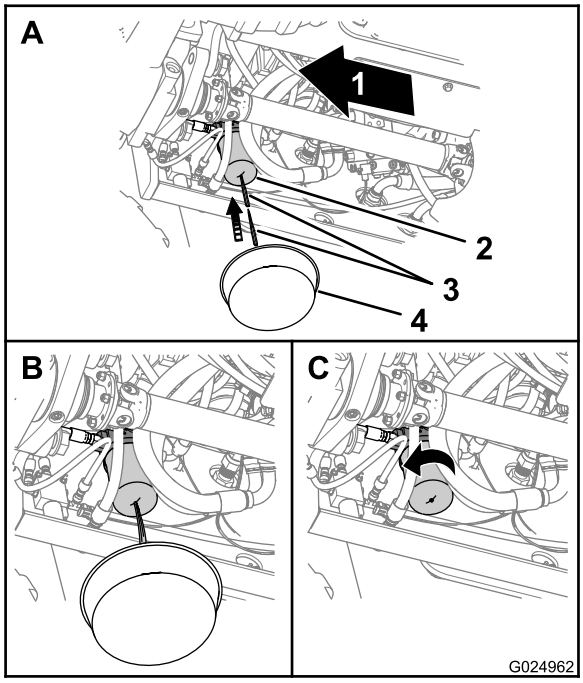

Rysunek 96
1. Umieść miskę drenażową pod filtrem oleju przekładniowego (Rysunek 96).
2. Przebij spód filtra oleju przekładniowego i poczekaj, aż znajdujący się w nim płyn hydrauliczny spłynie do miski drenażowej (Rysunek 96).
3. Wymontuj filtr oleju przekładniowego za pomocą klucza do filtrów i wyrzuć go (Rysunek 96).
6. Załóż nowy filtr ręcznie i dokręć go o 1/2–3/4 obrotu po uzyskaniu kontaktu z głowicą filtra (Rysunek 96).